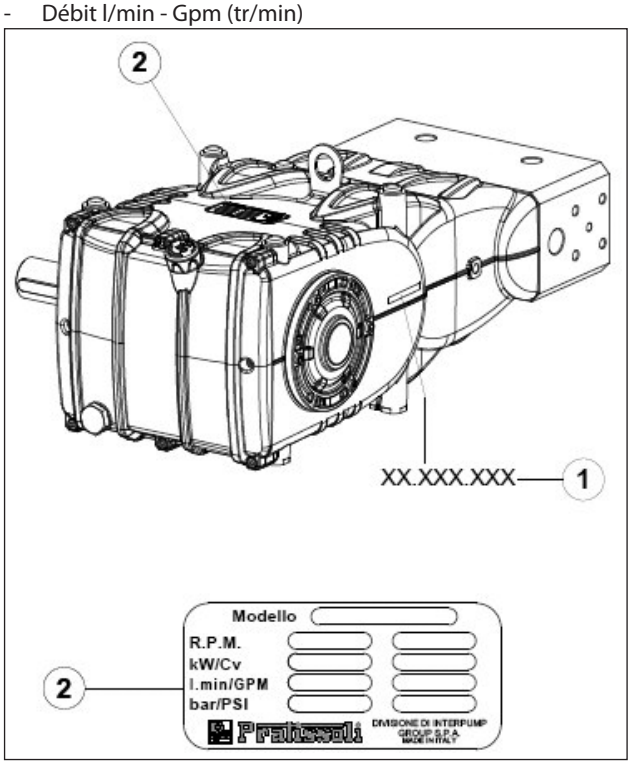

Fig. 1
Chaque pompe Fig. 1 dispose de son propre n° de série XX.XXX.XXX, voir rep. ① et d'une plaquette d'identification, voir rep. ② contenant :